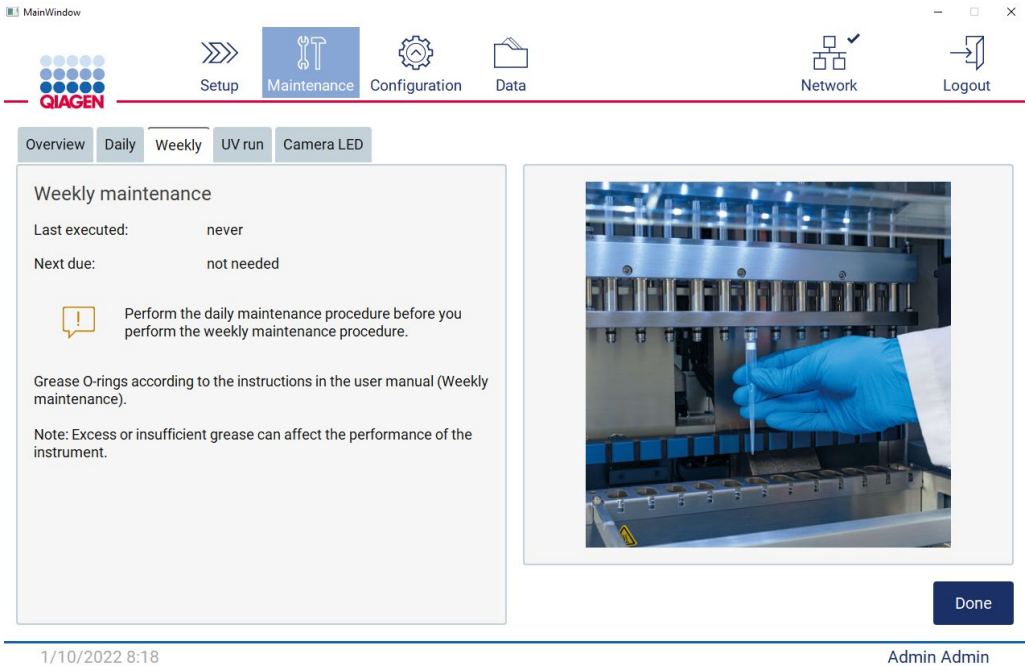

Figur 150. Skjermbildet Weekly maintenance (Ukentlig vedlikehold).
5. Bruk en ny hanske og påfør en liten mengde silikonfett på overflaten på O-ringene (som vist i figur 150). Påfør fettet med fingerspissen. Det er viktig at du ikke påfører fett på, eller dekker åpningen ytterst på pipetten.